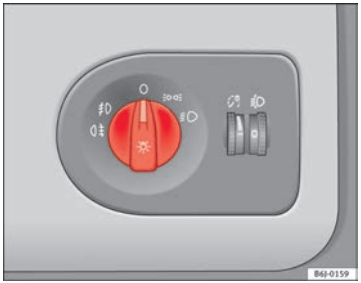

Fig. 54 Detailed view of the dash panel: lights, fog lights and rear fog light switch
– Turn the light switch ⇒ fig. 54 to position ≋.